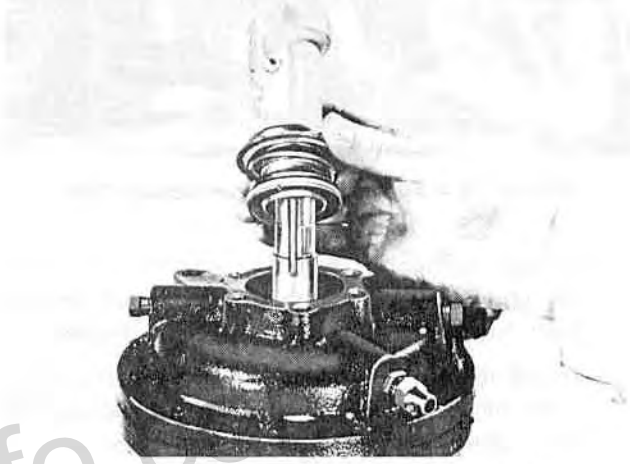
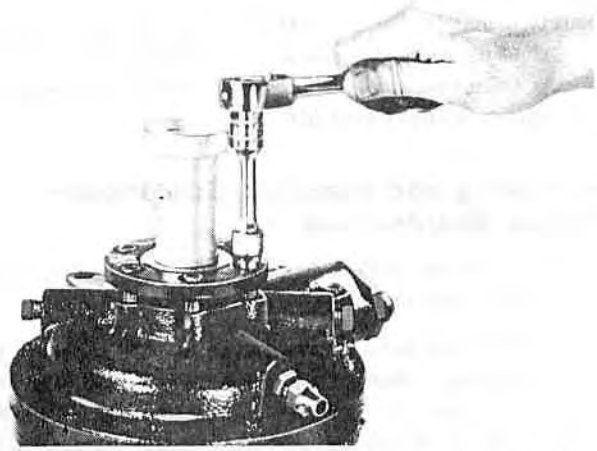

Figure 21—Installing the Bellows Seal
Figure 22—Bolts Should Be Tightened Alternately
15. Using the special seal centering tool, install the new bellows seal and gasket. See figure 21. Install the retainer plate and tighten the bolts alternately to insure even pressure against the seal. See figure 22. Do not remove the centering tool until all bolts are tight.